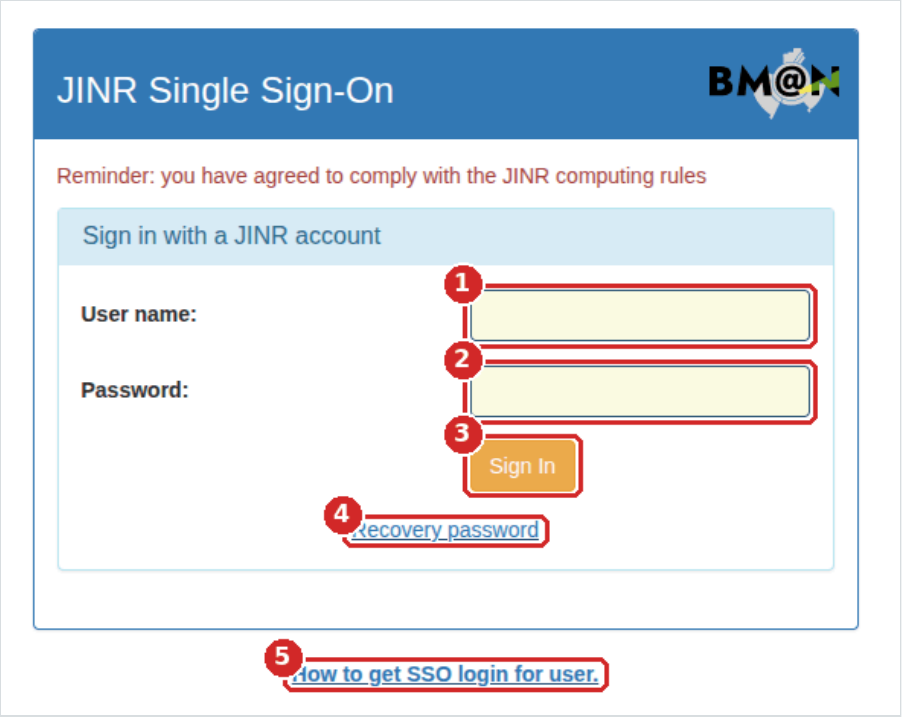

Figure 5. The JINR Single Sign-On page: (1) User name, (2) Password, (3) Sign In, (4) Recovery password, (5) How to get SSO login for user
2. The **JINR Single Sign-On** page opens (Figure 5). Under **Sign in with a JINR account**, enter your **User name** (1) and **Password** (2) of the JINR account and click **Sign In** (3).